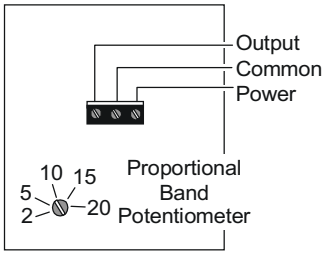
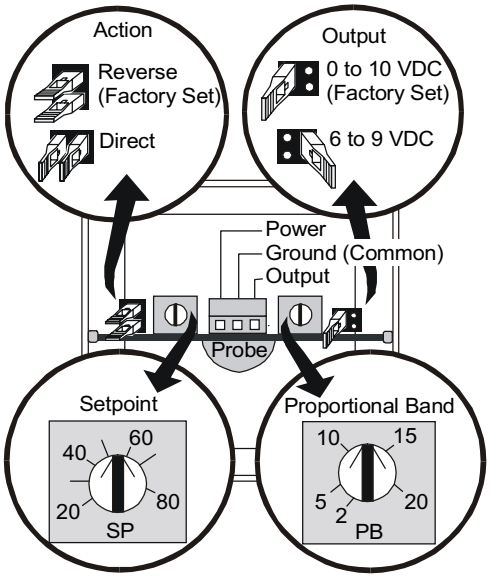

Figure 8: Wiring and Proportional Band Setting
Figure 9: Settings on a Duct Probe Humidity Controller
To wire the wall mount model, refer to Figure 8, and proceed with the terminal connections.
To wire the duct probe model, refer to Figure 9, and proceed as follows:
To set the proportional band, see Figure 8. Use a 1/8 in. (3 mm) flat-blade screwdriver to turn the potentiometer to the position desired.
Refer to Figure 9 to change the setpoint, proportional band, or the action and output jumpers for the application desired.
2. Check all supply voltage connections, and make sure the wiring is correct. (Refer to Figure 8 and Figure 9.)